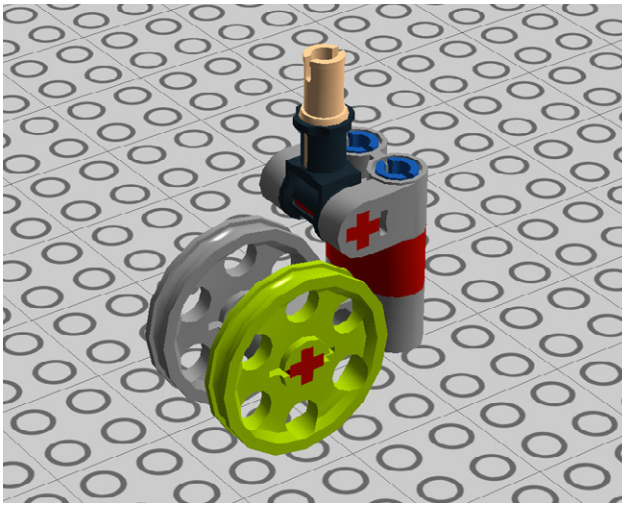

Figure 1-27. *Step 23: Adding another wheel*
23. Connect another belt wheel (Figure 1-27). The rear wheel assembly is complete! Set it aside for now; we'll attach it at the end.